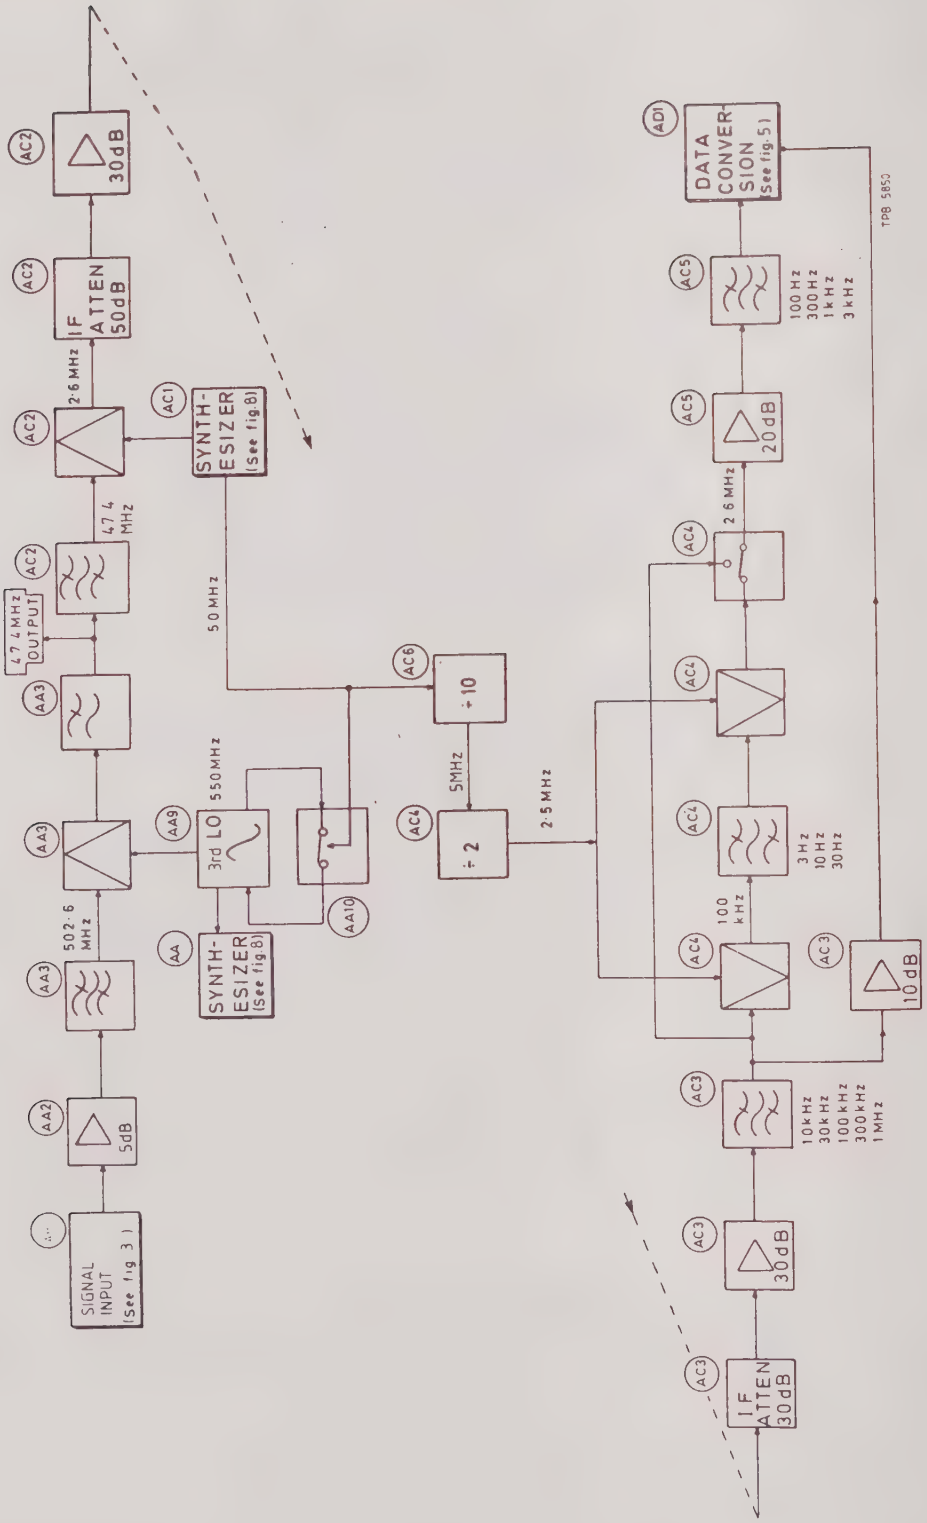

Fig. 4 Signal path block diagram showing main functions of boards.
66. The signal at the second i.f. from AH5 is connected to amplifier board AA2 which provides a gain of 5 dB (see Fig. 4). Band-pass filter board AA3 which follows selects the difference frequency of 502.6 MHz from the second mixer for passing to the third mixer on board AA3a. Here the second i.f. is mixed with a 550 MHz input from the third local oscillator on board AA9. AA9 with AA10 phase locks the third l.o. with the fourth l.o. on board AC1. The AA3 low-pass filter selects the 47.4 MHz difference frequency for output to AC2.